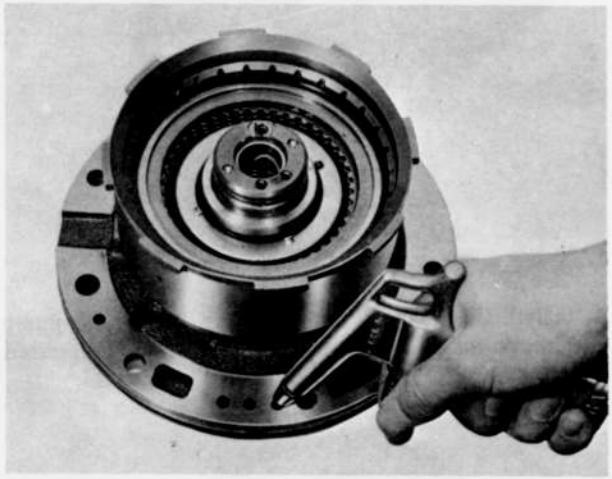

Fig. 7A–20 Testing front clutch
3. Install the front clutch assembly to the oil pump. Blow compressed air into the oil hole as shown in Fig. 7A–20 and check the clutch operation.